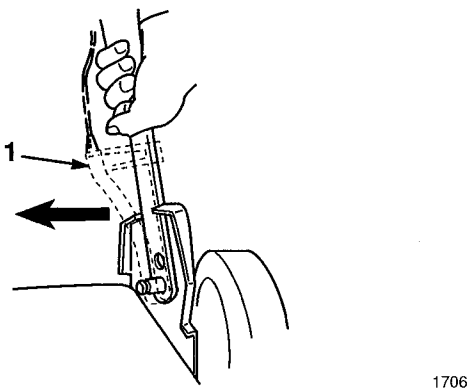

Figure 18
1. When adjusting handle height, slide cable anchor on handle to align hole in cable anchor with desired hole in handle. Locate holes over pin inside handle bracket (Fig. 18).